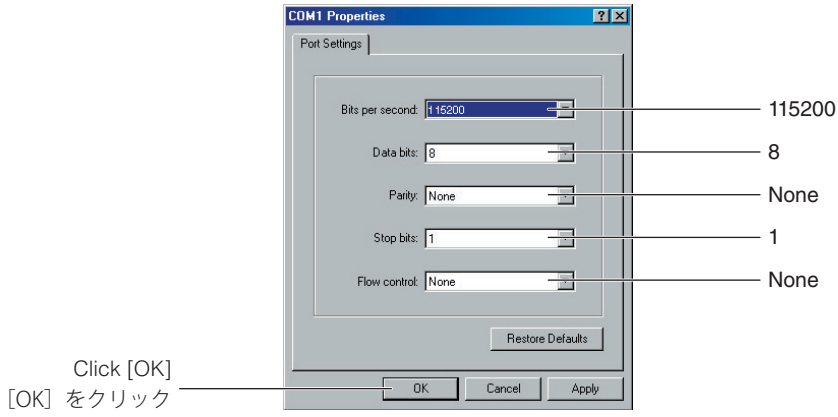

Fig. 6
The “Port Settings” screen appears. (Fig. 6)
4. Select the following settings, and click [OK]. (Fig. 6)
“ポートの設定” 画面が表示されます。(Fig. 6)
4. 下記の設定を選択し、［OK］をクリックします。(Fig. 6)